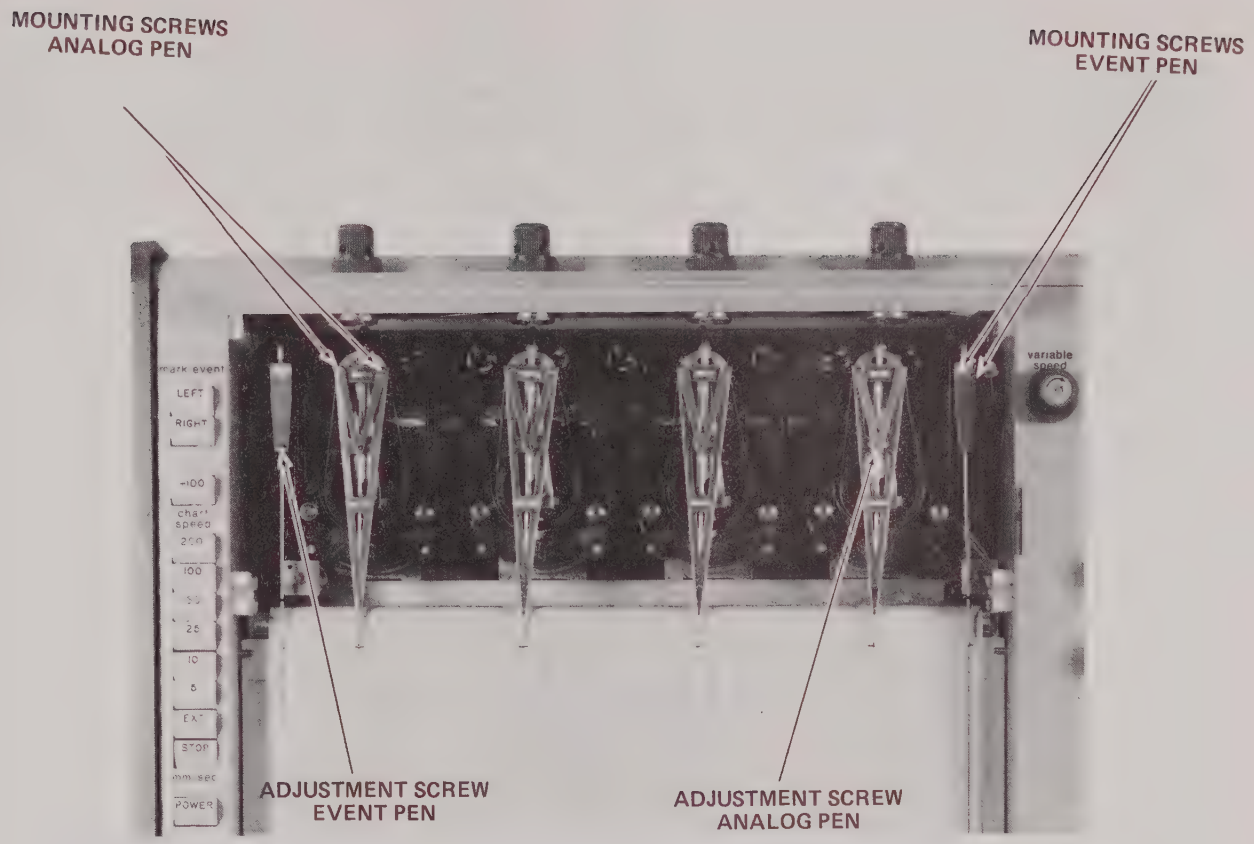

**FIGURE 5-6 PEN REPLACEMENT** bi 2218
6. Loosen two screws (do not remove) which secure pen to drive arm and carefully slide pen off in downward motion. (Figure 5-6).
1. Loosen two screws (do not remove) which secure pen to bracket assembly and carefully slide pen off in downward mottion (Figure 5-6).